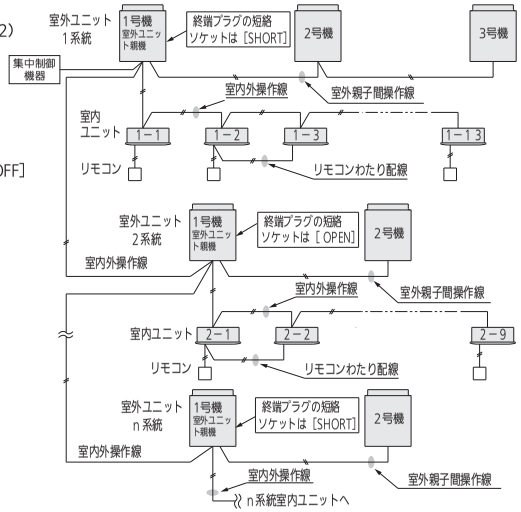

図12
- 2冷媒系統以上の場合は、2か所の終端プラグを［SHORT］（出荷時のまま）にする。（S-LINKアダプターは［ON］にする）（図12）